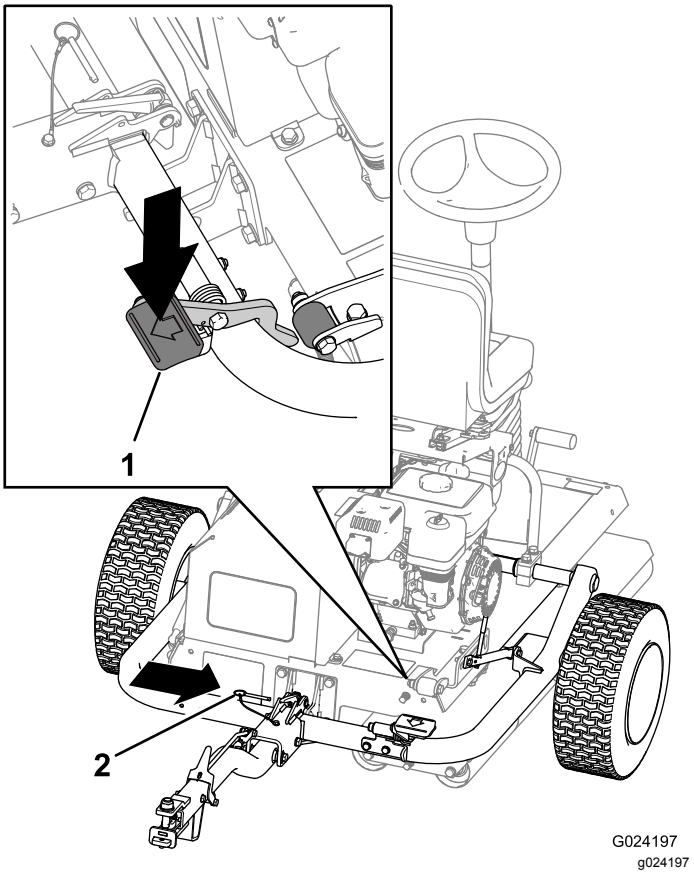

Figur 26
C. Trykk på koblingspedalen til låsen er på plass (Figur 26).
D. Sett inn låsestiften (Figur 26).